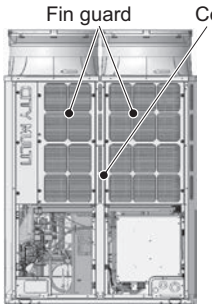

Figure 2
(1) Remove the two front panels from the unit by unscrewing the 14 screws. (See Figure 2.)
(2) Remove the fin guard by unscrewing the 12 screws. (See Figure 2.)
(4) Remove the center pillar by unscrewing the 5 screws. (See Figure 2.)